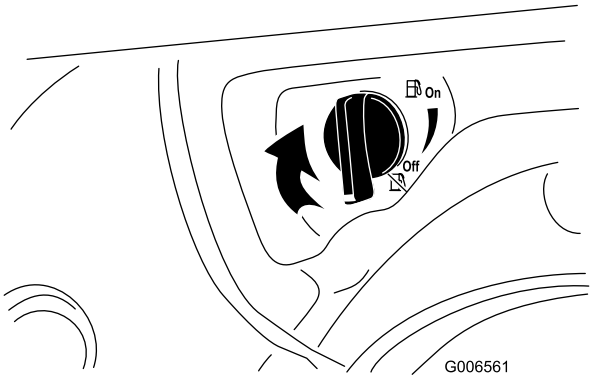

Rysunek 27
4. Zamknij zawór odcinający paliwo, przekręcając go w prawo (Rysunek 27).